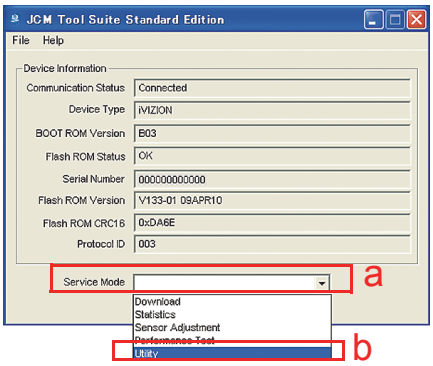

Figure 6-69 JCM Tool Suite Standard Edition
2. Launch the "JCM Tool Suite Standard Edition" Application. The Figure 6-69 Screen will appear when the application becomes activate.
3. Mouse-click on, and hold-down on the "Service Mode" selection Pull-down Menu (See Figure 6-69 a), and Slide-down select "Utility" from the Pull-Down Menu Sections (See Figure 6-69 b). The "**iVIZION Utility Tool Version X.XX for Suite Edition**" Application Menu selection Screen shown in Figure 6-70 will automatically appear.